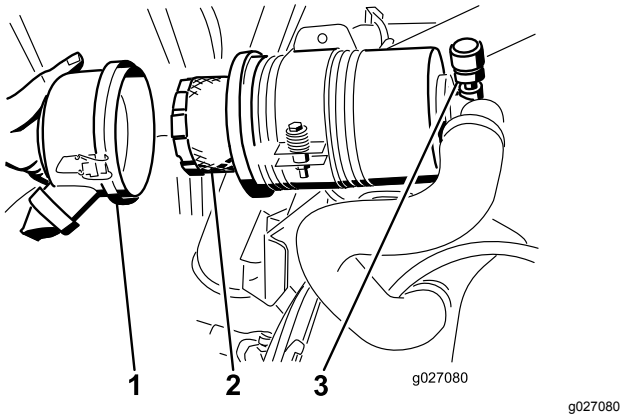

Figur 53
5. Ta bort och byt ut filtret (Figur 53).